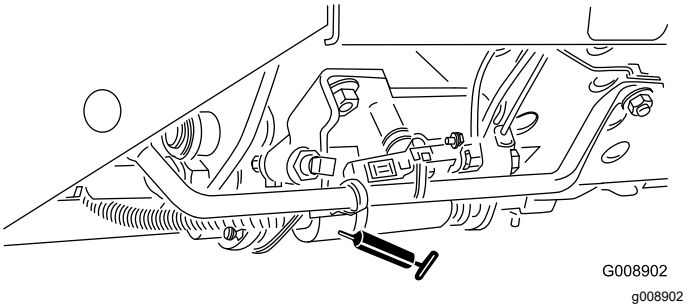

Figur 59
- Klippe/transportskyder (Figur 59)